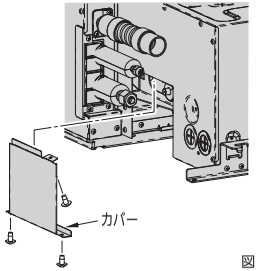

図19
- 側面のカバーをはずしてください。作業スペースを確保できます。(図19、図20)